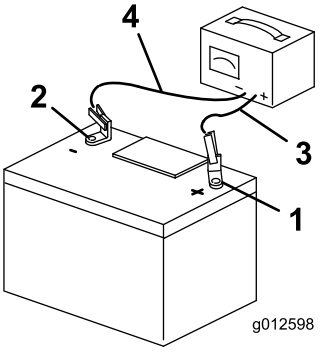

Figuur 54
3. Zodra de accu volledig is opgeladen, haalt u de acculader uit het stopcontact en maakt u vervolgens de oplaadkabels los van de accuklemmen (Figuur 54).